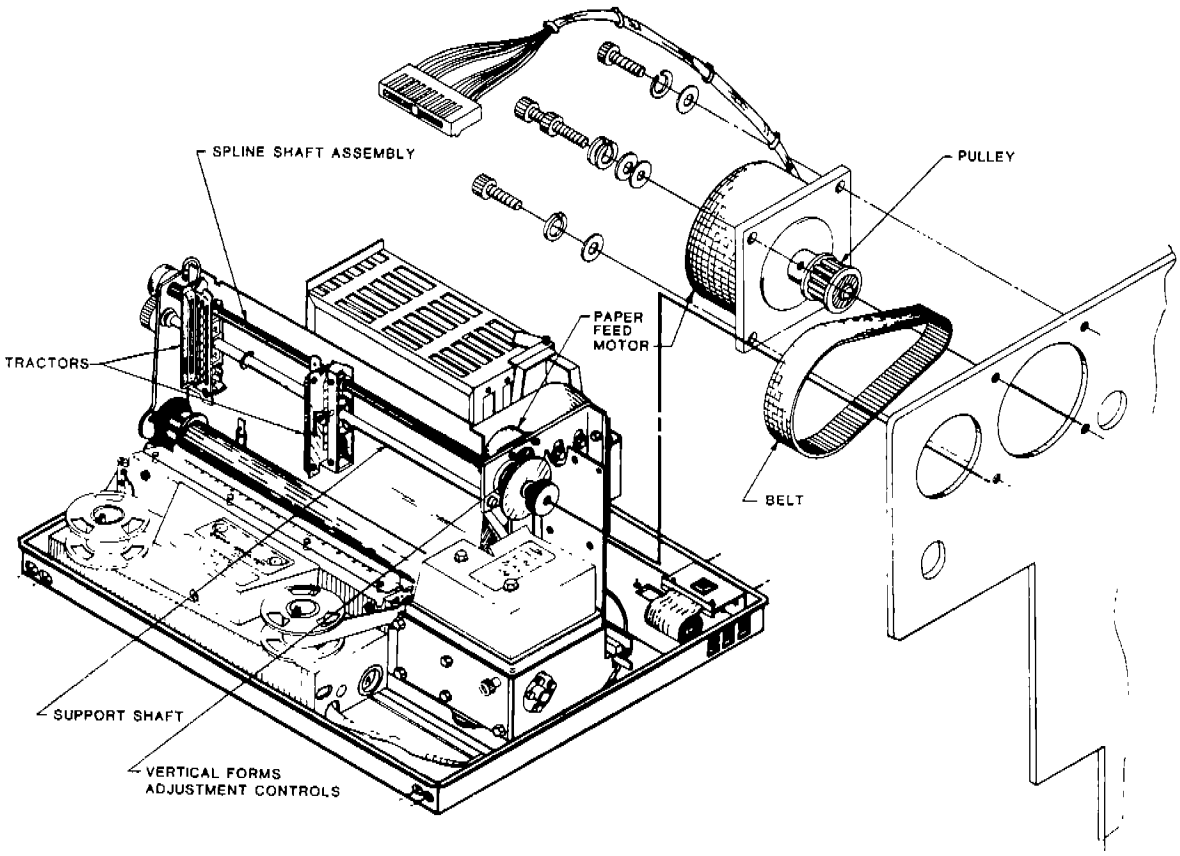

FIGURE 3-21.
The paper feed mechanism includes the paper feed motor and pulley, the paper feed belt, the Spline Shaft Assembly and its pulley, the vertical forms adjustment controls, two tractors, and the support shaft (Figure 3-21).
3. Slide the spline shaft and the belt to the right until the spline shaft bearing is free of the right side plate (Figure 3-21).
To remove the paper feed motor, remove the printer cover per section 3.5; then perform the following steps (Figure 3-21):